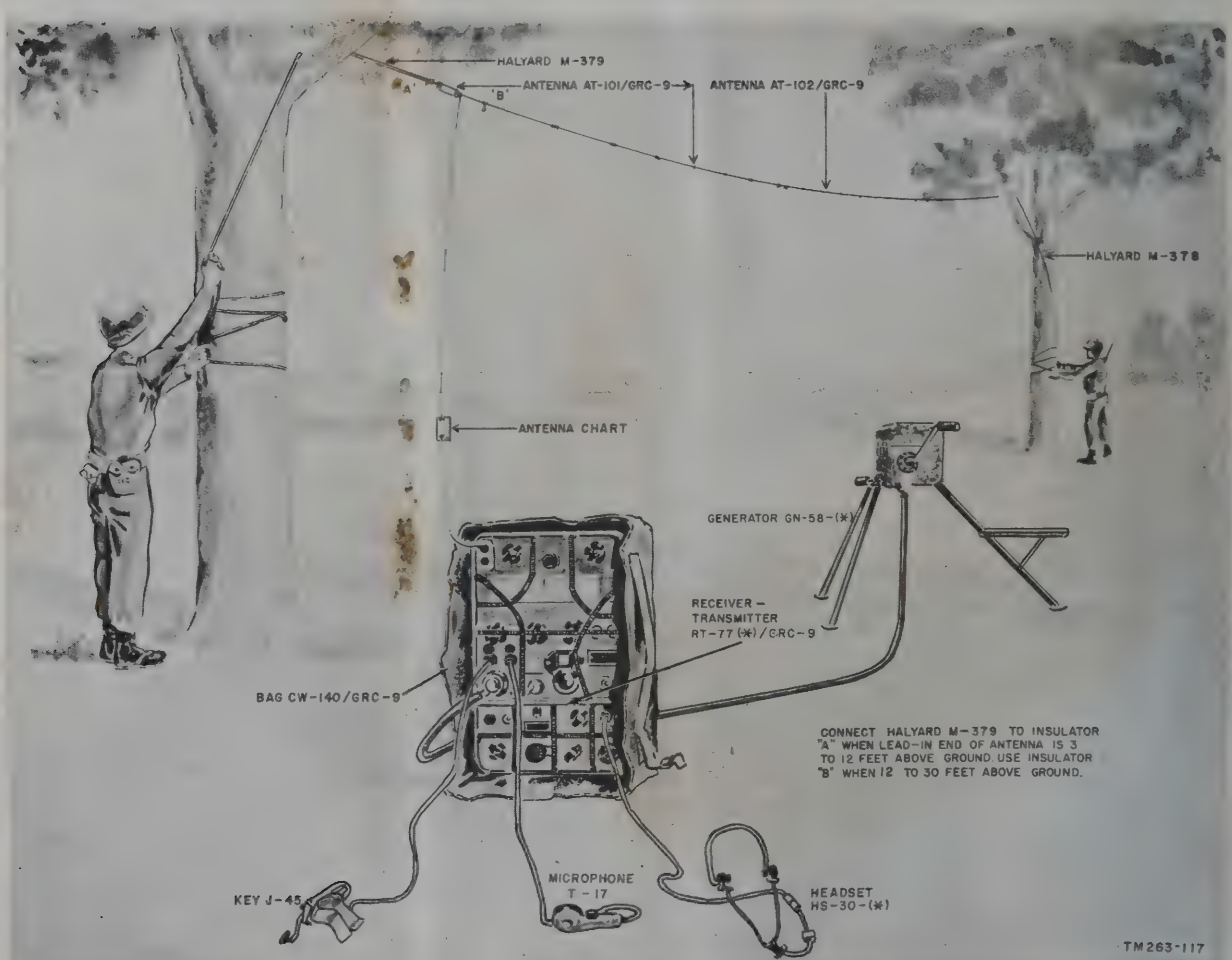

Figure 19. Installation of antennas AT–101/GRC–9 and AT–102/GRC–9.
29. Long-Wire Antenna (fig. 19)